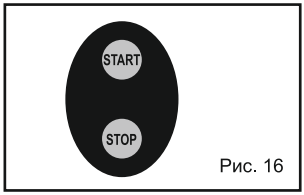

Рис. 16
b. **Для дистанційного запуску**: поверніть і утримуйте ДИСТАНЦІЙНИЙ ЗАПУСК 5 секунд, доки запуститься двигун. (Рис. 16)